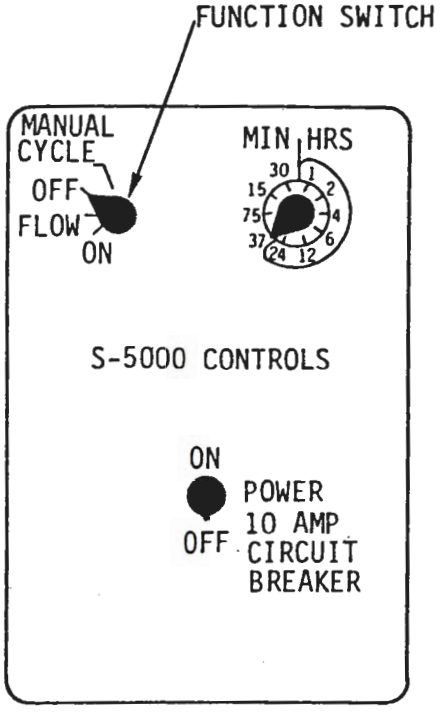

FIGURE 1 - S-5000 SAMPLER CONTROLS
11. Set the function switch to FLOW. See Figure 1.